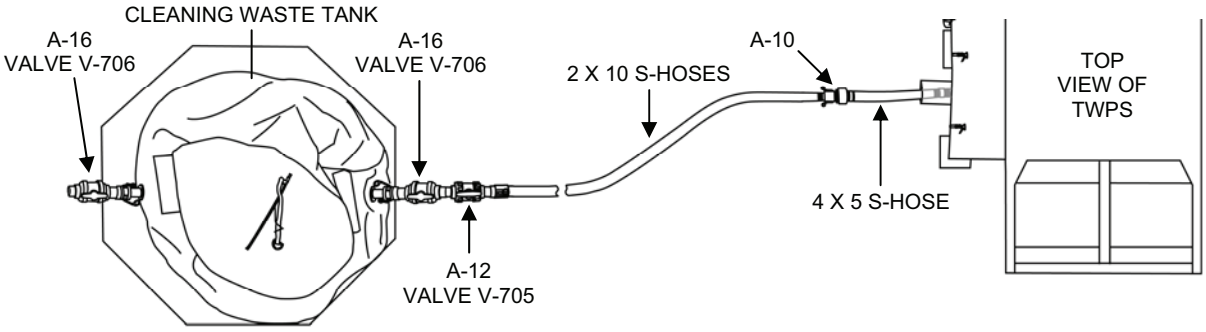

Figure 3. RO Detergent Cleaning Waste Hose Set-Up with the Cleaning Waste Tank.
3. Set the waste hoses for RO detergent cleaning as follows (Figure 3):
d. If using the cleaning waste storage tank, set up the hoses as follows (Figure 3):